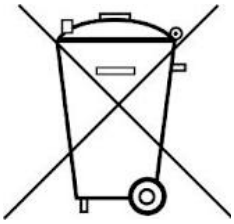

Fig. 2: Struttura sperimentale con il tubo di Kundt
- Munire il tubo di Kundt di sonde microfono e posizionare (vedere Fig. 2).